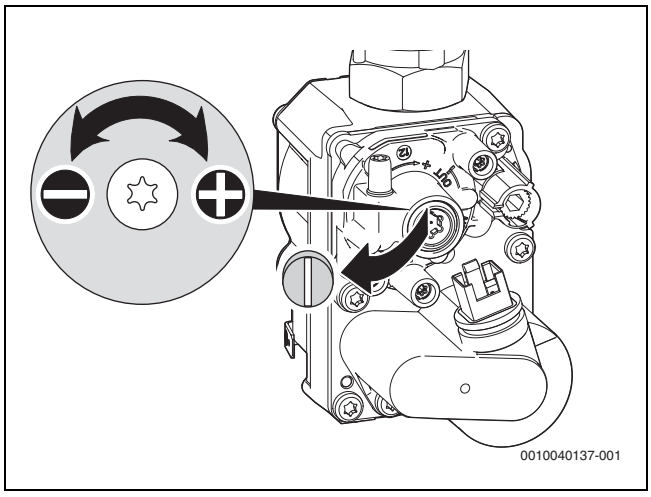

Bild 58 Plombe an der Einstellschraube entfernen
- Plombe an der Einstellschraube der Gasarmatur entfernen (nur Gasarmatur unten in Bild 58) und CO_2- oder O_2-Gehalt für minimale Nennwärmeleistung einstellen.